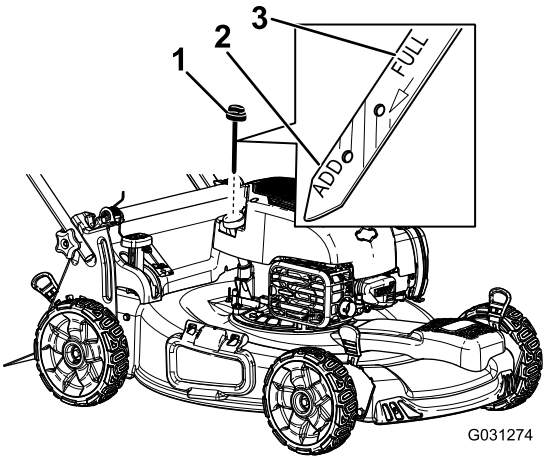

Figura 23
4. Retire la varilla (Figura 23).
6. Vierta aceite **lentamente** por el tubo de llenado hasta que el nivel de aceite llegue a la marca **Lleno** de la varilla (Figura 23). **No llene demasiado.**